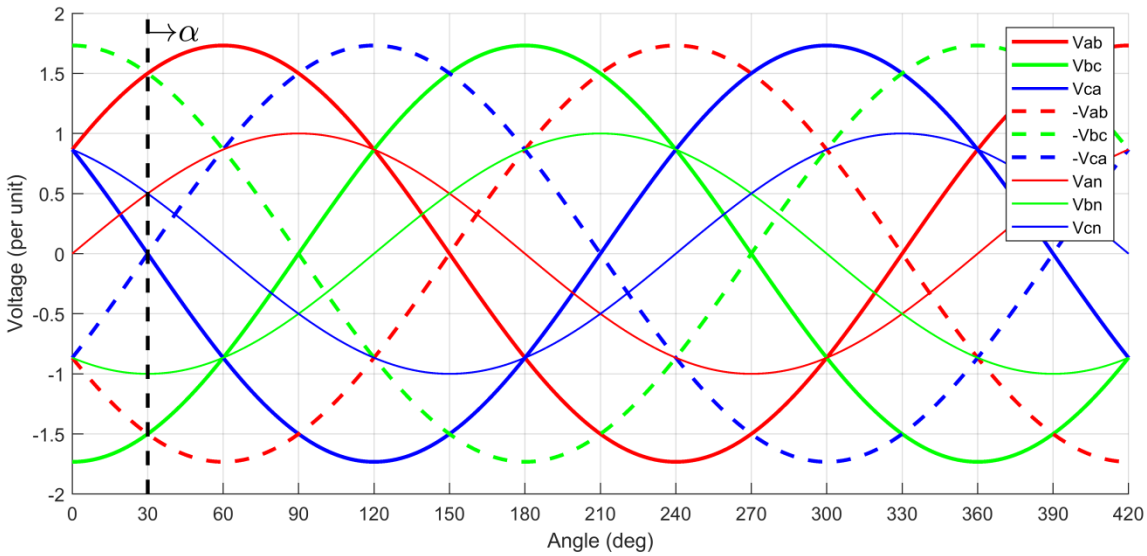

Figure 3.2
a) By considering a highly inductive load current equivalent to a current source of value (i_{DC}), plot the current waveform of i_A for an angle of 30 degrees (α – shown in Fig 3.2). Indicate on the waveform the length (in degrees) of the conduction and blocking parts of the waveform for a complete cycle. You must plot the waveform directly on Fig. 3.2. *(10 pts)*